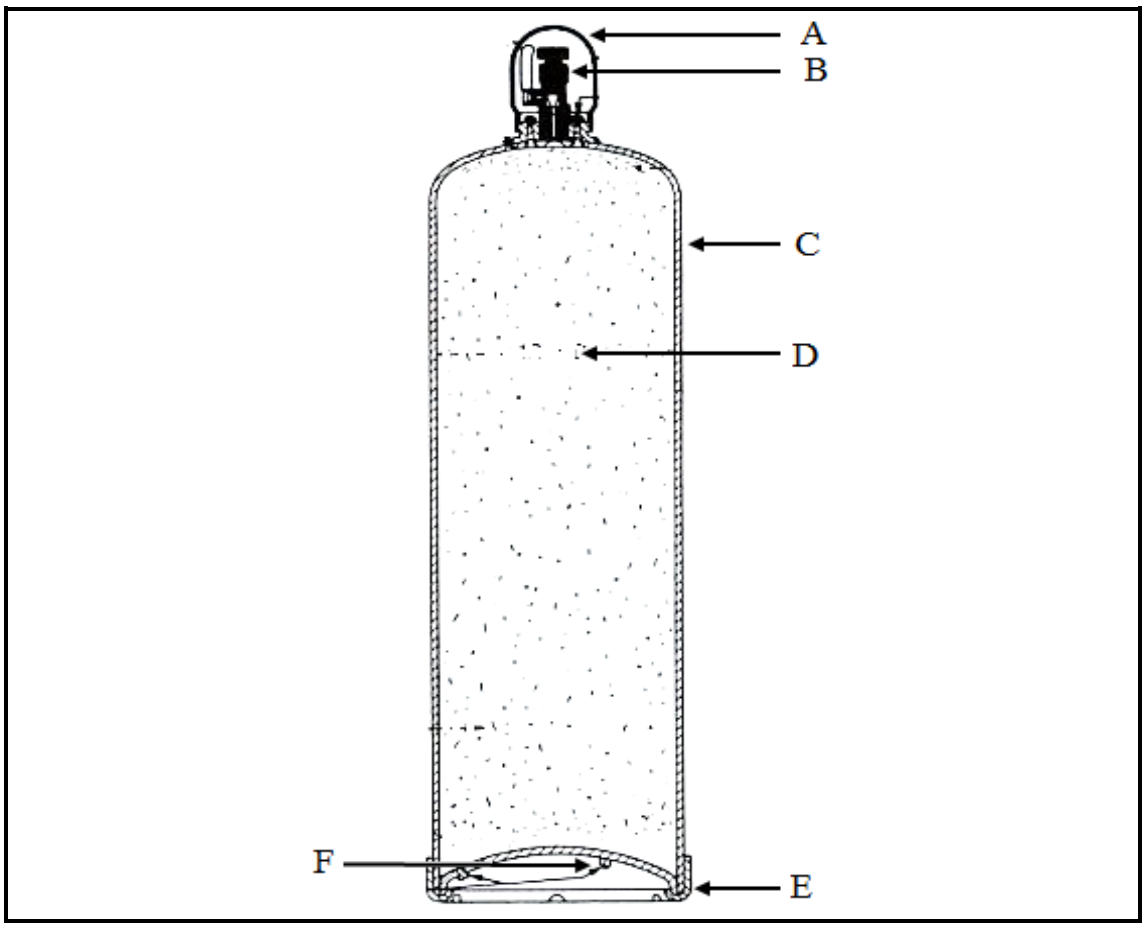

FIGUUR 3
7.1 FIGUUR 3 toon 'n dwarsdeursneeaansig van 'n asetileensilinder. Benoem die aangeduide dele en skryf slegs die antwoord langs die letter (A–F) in die ANTWOORDBOEK.